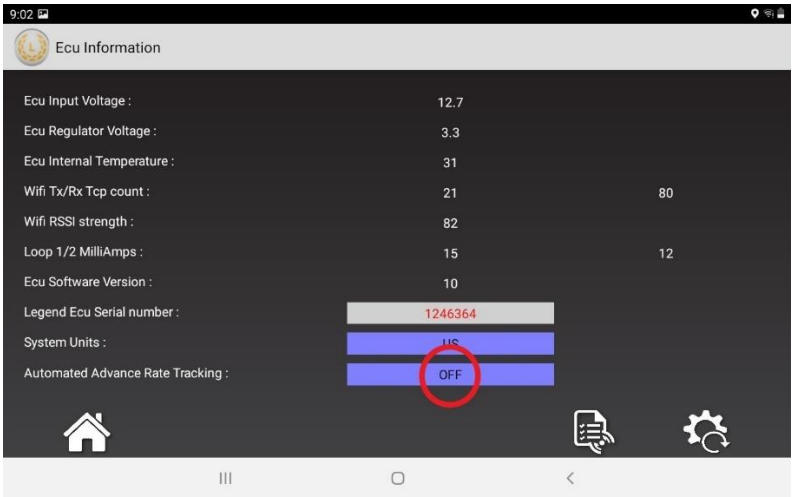

Figure 6.1
2. Open the ECU information page and tap the blue bar to toggle Advance Rate Tracking on and off as in figure 6.1.